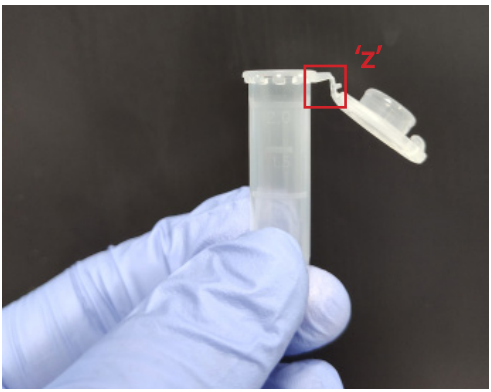

Figura 2
4. Incline la tapa hacia abajo, luego hacia adentro, haciendo que la bisagra adjunta a la tapa cree una forma de 'Z' antes de cargar el tubo de elución en la bandeja (Figura 2).